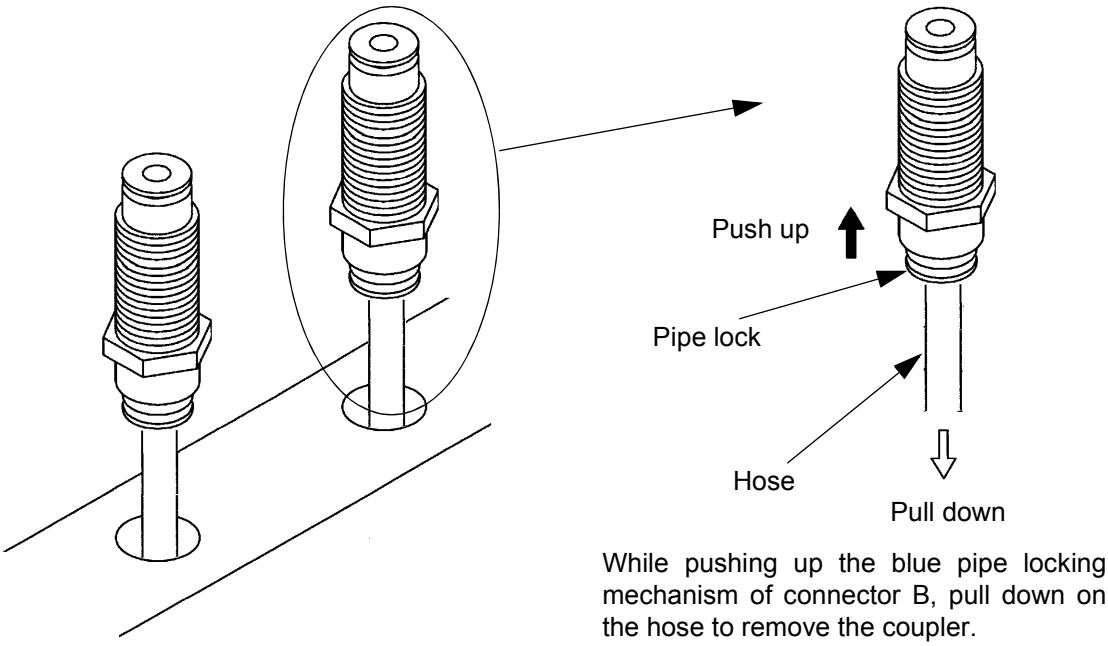

Figure 12-3 Coupler Removal
(4) As shown in Figure 12-3, remove the couplers. One is attached to the transparent pipe and the other is attached to the black pipe.